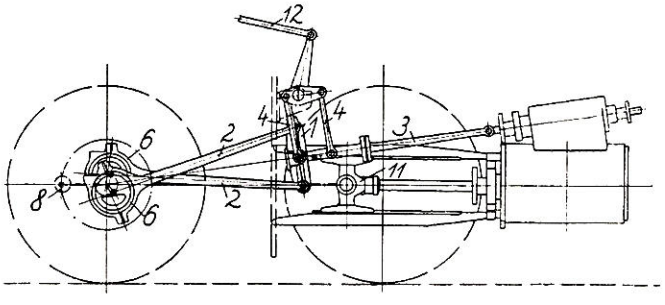

Bild 3 Darstellung einer Allan-Steuerung
3. Die äußere Steuerung nach Allan (Bild 3)